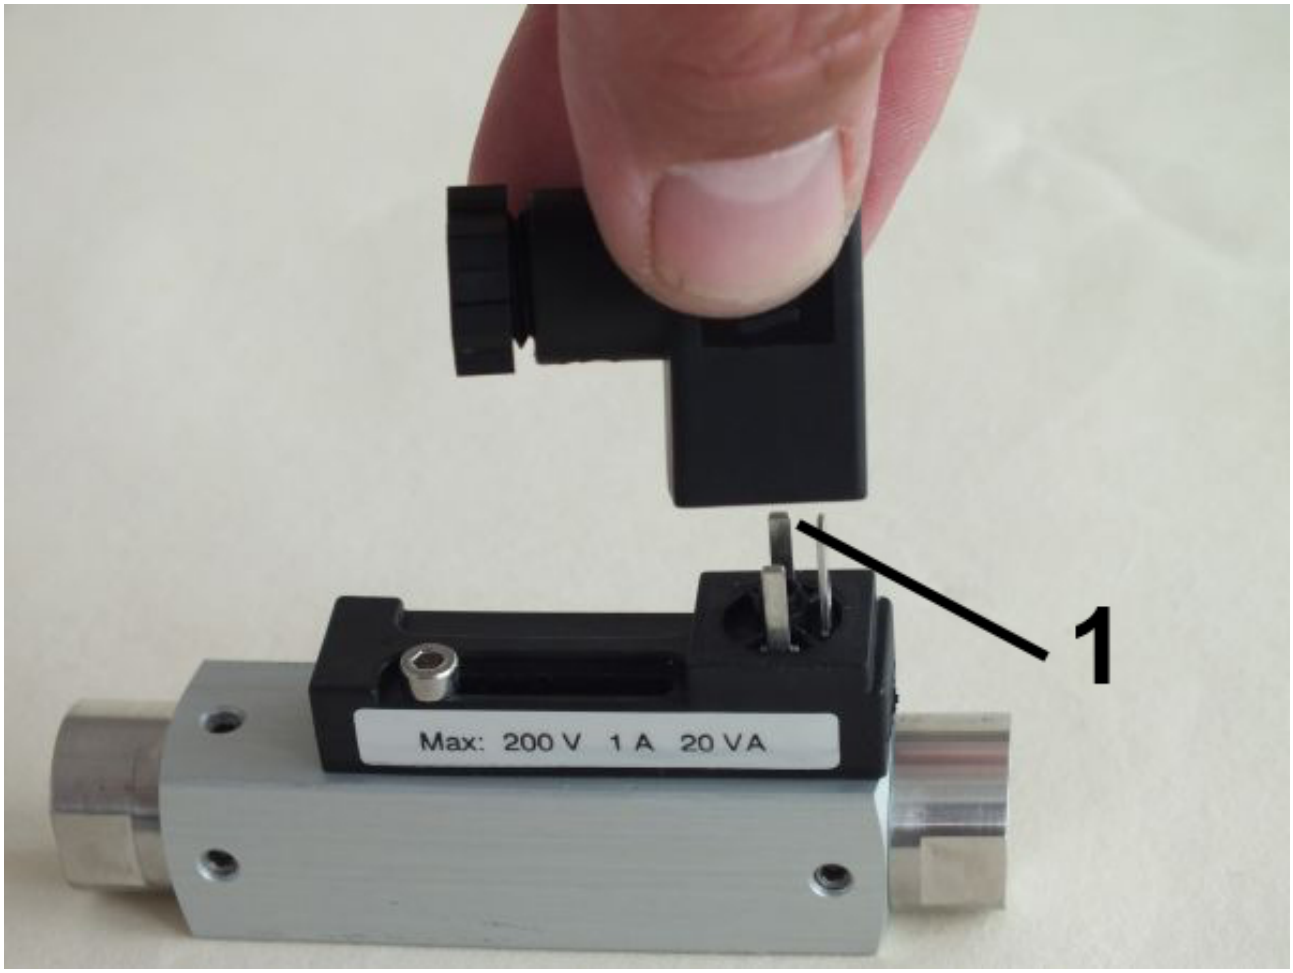

Fig. 22: Remove socket
2. Remove the socket (*Fig. 22*/1)